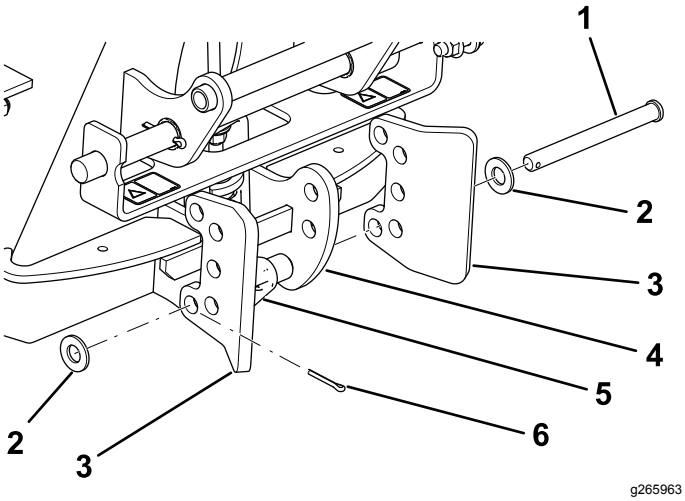
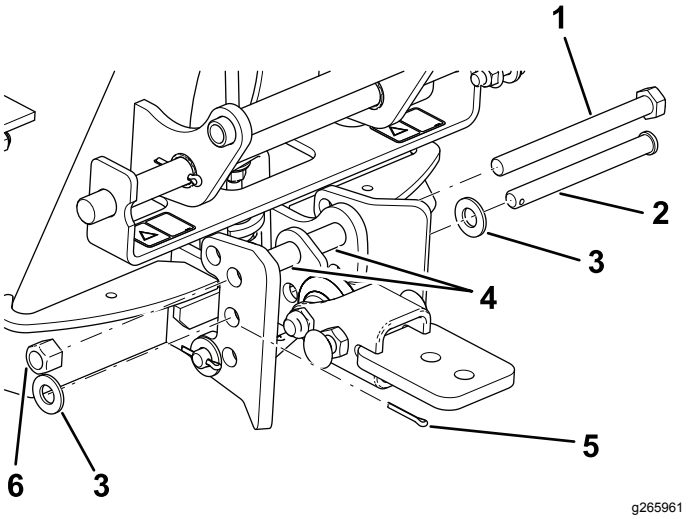

図 8
図 9
2. 図 8と図 9に示すように、ボールヒッチアセンブリをアダプタに取り付ける。